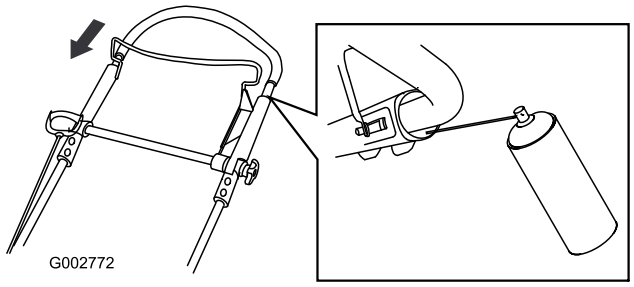

Figura 34
2. Spingete completamente verso il basso la sezione superiore della stegola e spruzzate il prodotto sulla superficie interna di plastica della parte esterna della stegola (Figura 34).